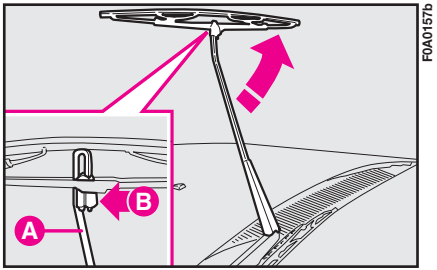

fig. 23
1) Soulever le bras **A-fig. 23** de l'essuie-glace et placer le balai de sorte qu'il forme un angle de 90° avec le bras en question.